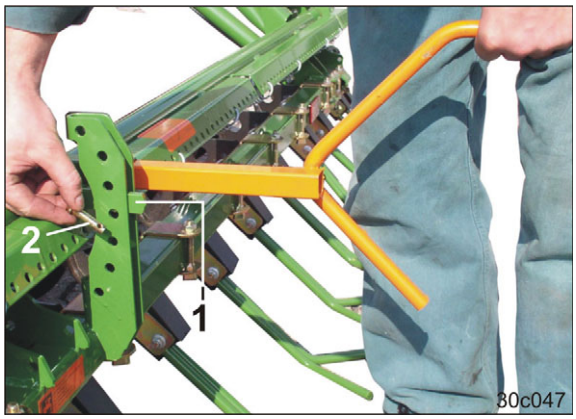

Fig. 152
1. Spænd grebet (Fig. 152/1) med prøvehåndsvinget.
2. Sæt bolten (Fig. 152/2) i en boring under grebet.